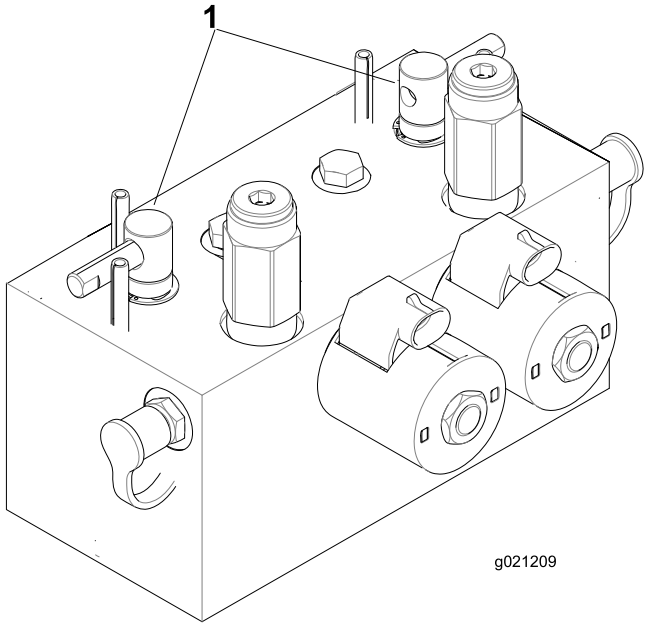

Figuur 77
2. Ontgrendel de stoel en til deze omhoog zodat u bij de wethendels kunt komen (Figuur 77).
5. Kies met de voorste, achterste of beide wethendels de messenkooien die moeten worden gewet (Figuur 77).